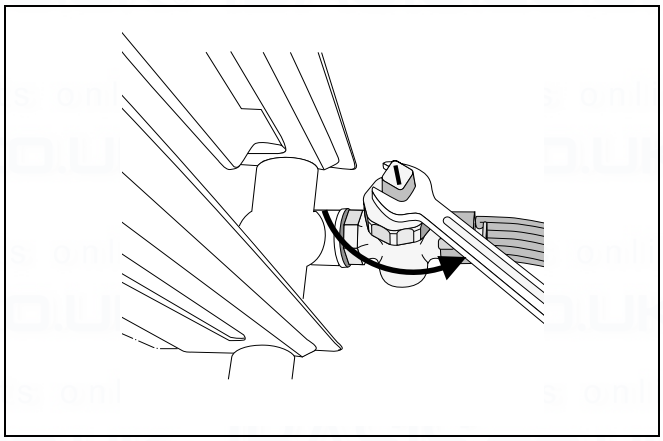

fig. 8 Draining the system
- Drain the system at its lowest point using the stop valves or radiator (see fig. 8). The automatic air vent at the system’s highest point must be open.